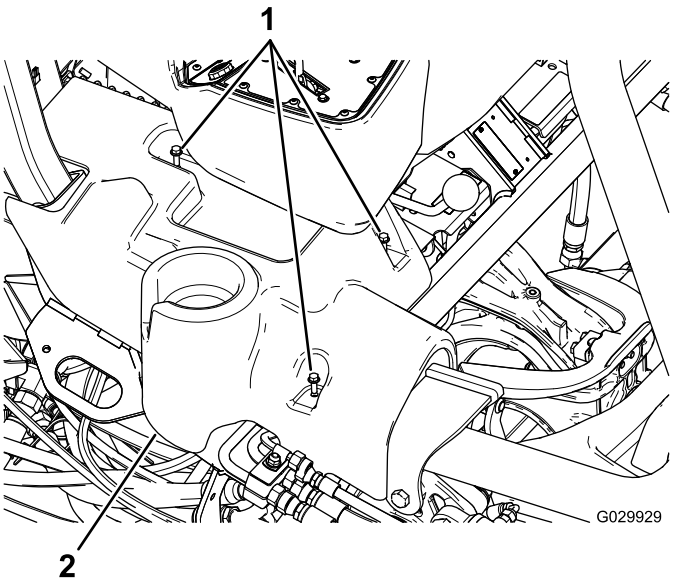

Figura 12
1. Alinhe os furos do parafuso na nova consola direita com os furos do parafuso na máquina (Figura 12).